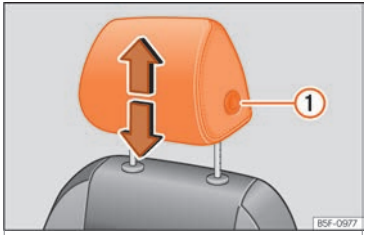
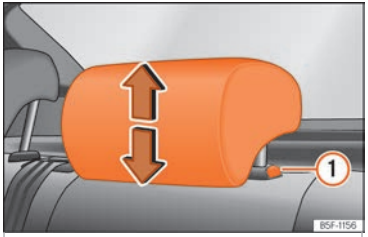

Abb. 126 Vordersitz: Kopfstützeneinstellung.
Abb. 127 Kopfstützen hinten: Kopfstützeneinstellung.
- Fassen Sie die Kopfstütze seitlich mit beiden Händen und schieben Sie sie nach oben bis sie in der gewünschten Position einrastet. Zum Absenken gehen Sie auf der gleiche Weise vor und drücken Sie gleichzeitig die seitliche Taste (1) ››› Abb. 126 ››› Abb. 127.
- Seitliche Taste drücken ››› Abb. 126 (1) und Kopfstütze herausziehen.